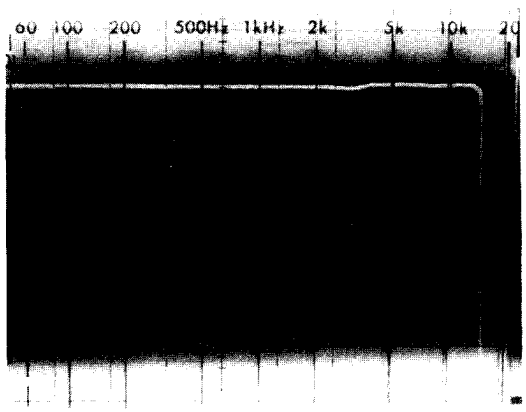

Fig. D-1: 10dB/div
d) Either manually or with a sweep oscillator measure the level at the Left Monitor Output of the TV STEREO GENERATOR at several frequencies between 35Hz and 20kHz. The response should be similar to that shown in Figures D-1 and D-2, within ±.75 dB.
Figs. D-1 and D-2: SYSTEM FREQUENCY RESPONSE